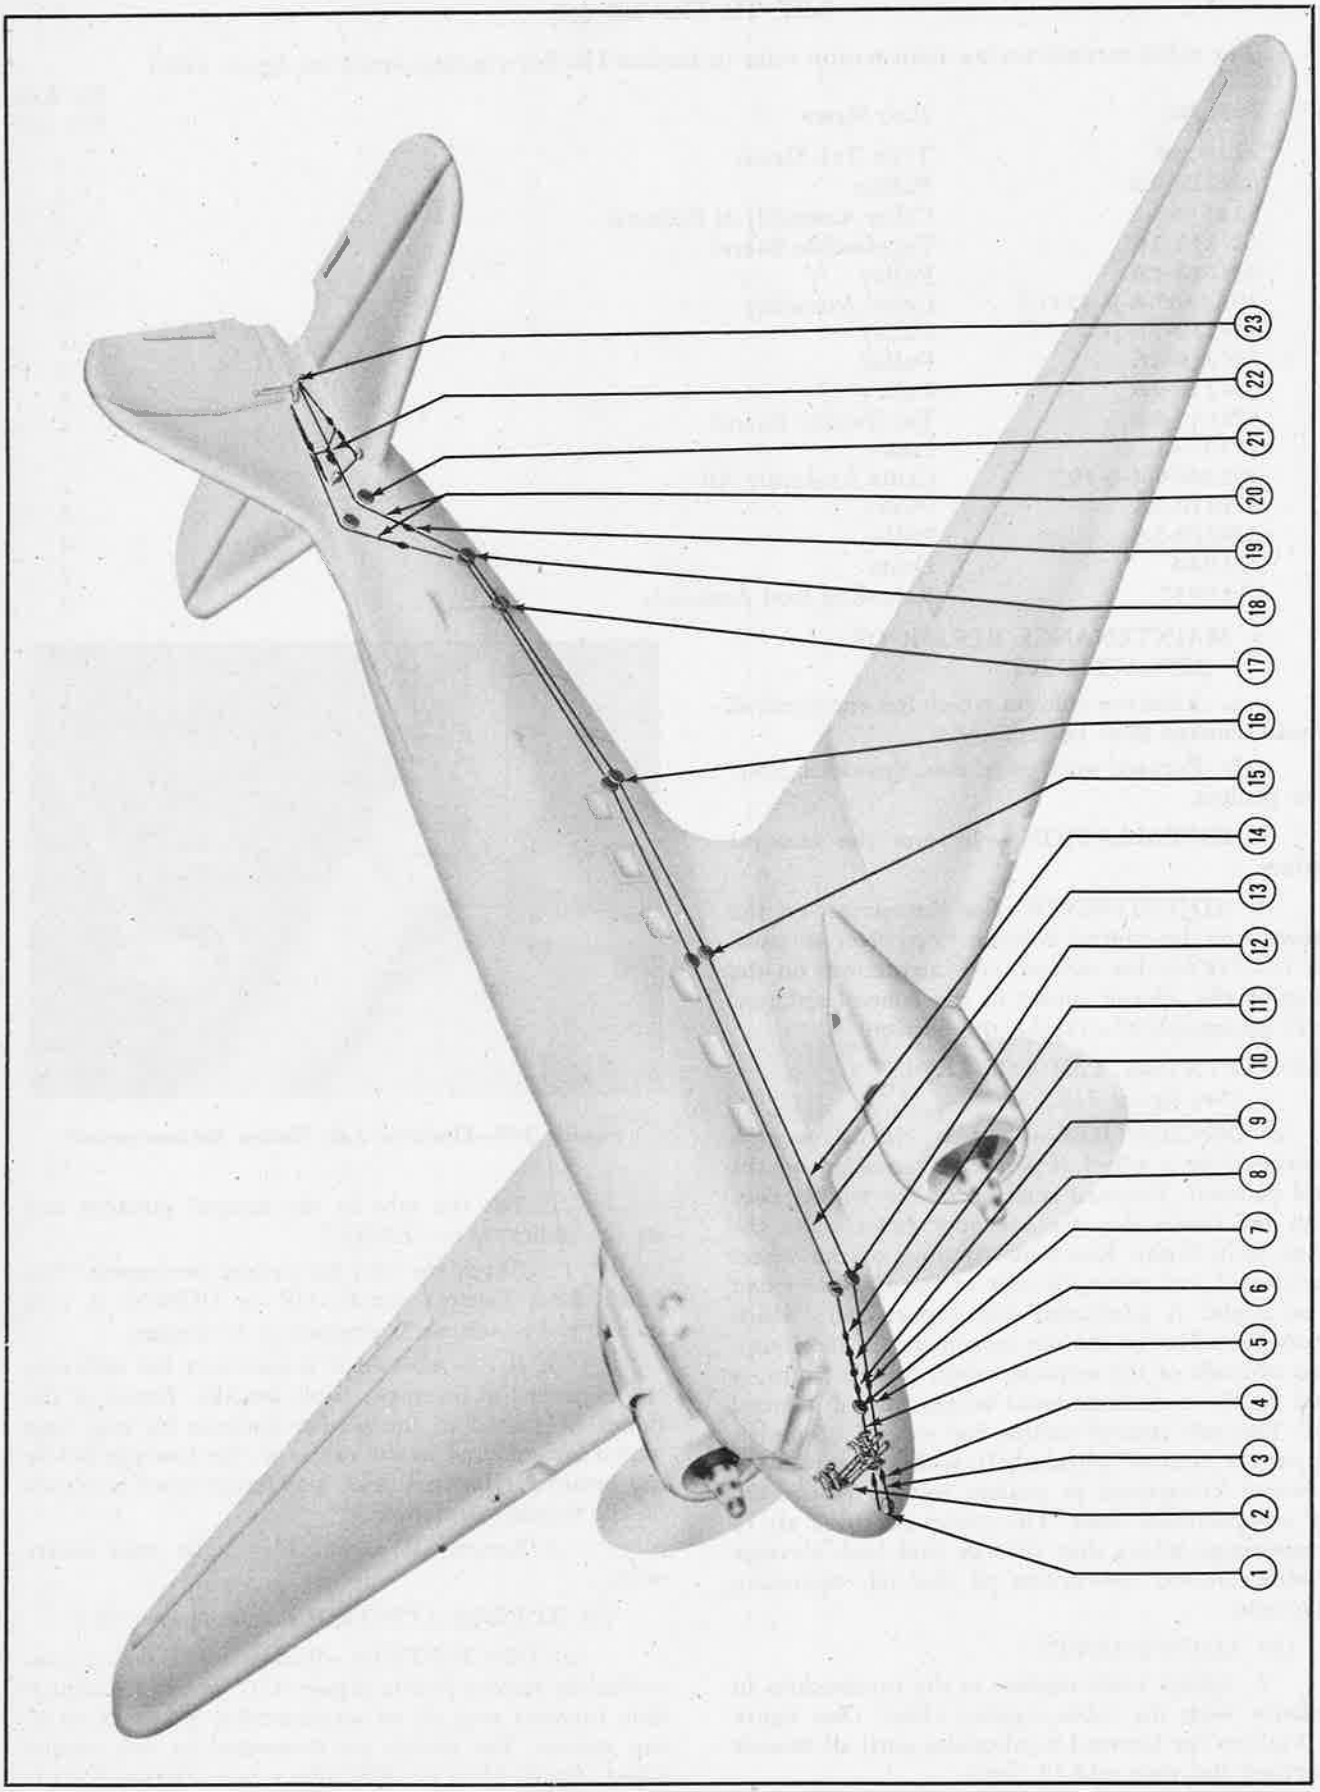

Figure 350—Rudder Controls
(5) RUDDER CONTROLS. *(See figure 350.)*
KEY TO FIGURE 350